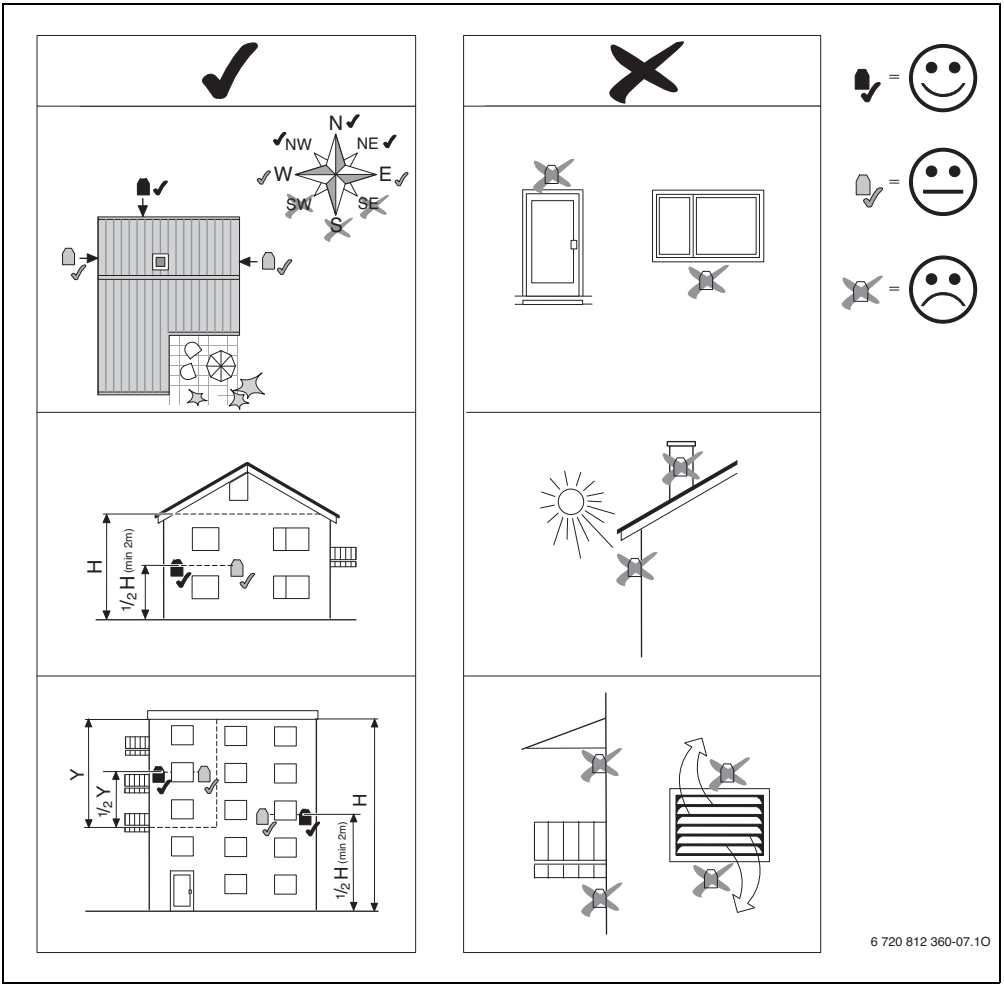

Рис. 12 Место установки датчика наружной температуры (при регулировании по наружной температуре с учётом или без учёта комнатной температуры)
- Учитывайте показанные на рис. 12 точки при выборе правильного места установки датчика наружной температуры.